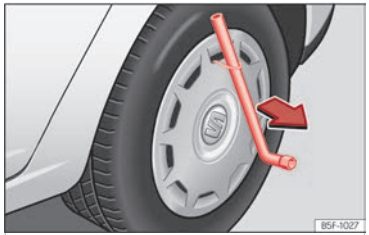

Fig. 259 Retirar el embellecedor integral.
- Introduzca la llave de rueda a través del gancho, apóyela en el neumático y retire el embellecedor ››› fig. 259.